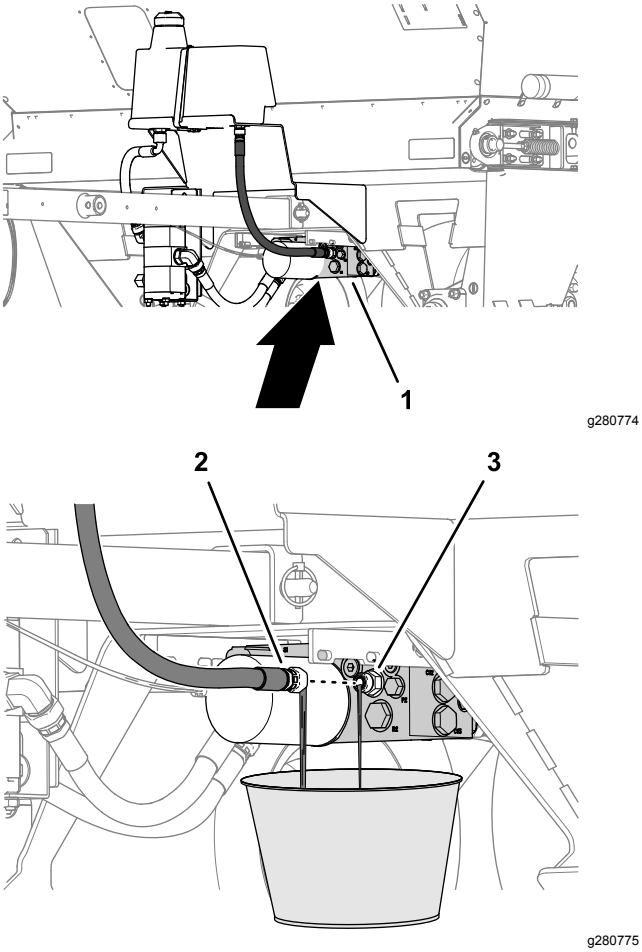

Figur 37
2. Plasser et tappefat med kapasitet på minst 9,5 liter under hydraulikkmanifolden (Figur 37).
3. Koble fra returslangen fra koblingen i hydraulikkmanifolden, og la hydraulikkvæsken renne helt ut (Figur 37).
4. Monter og stram returslangen (Figur 37).